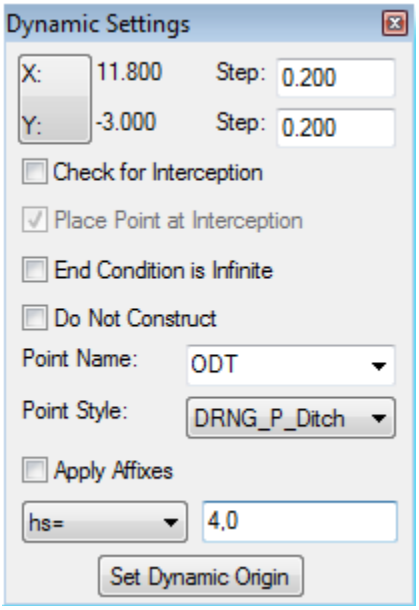
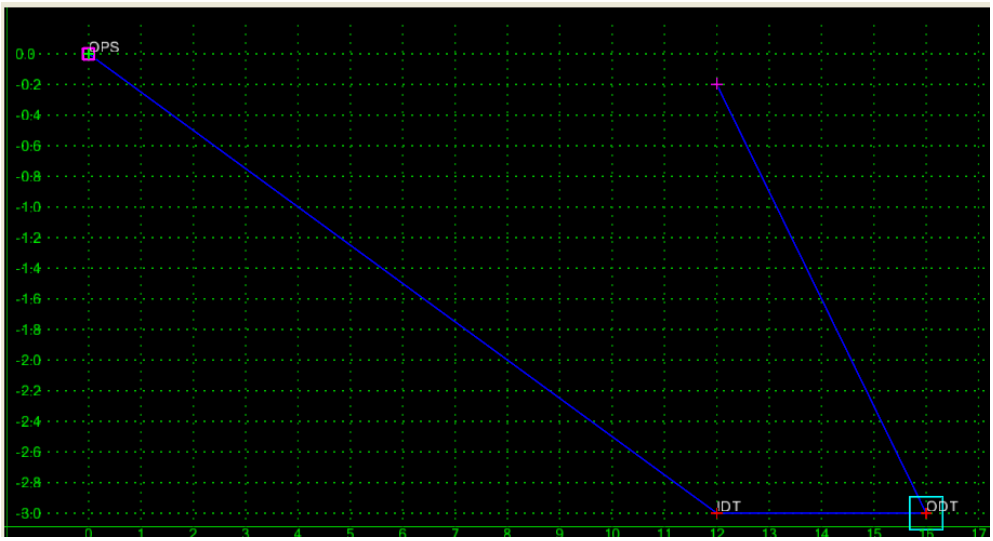
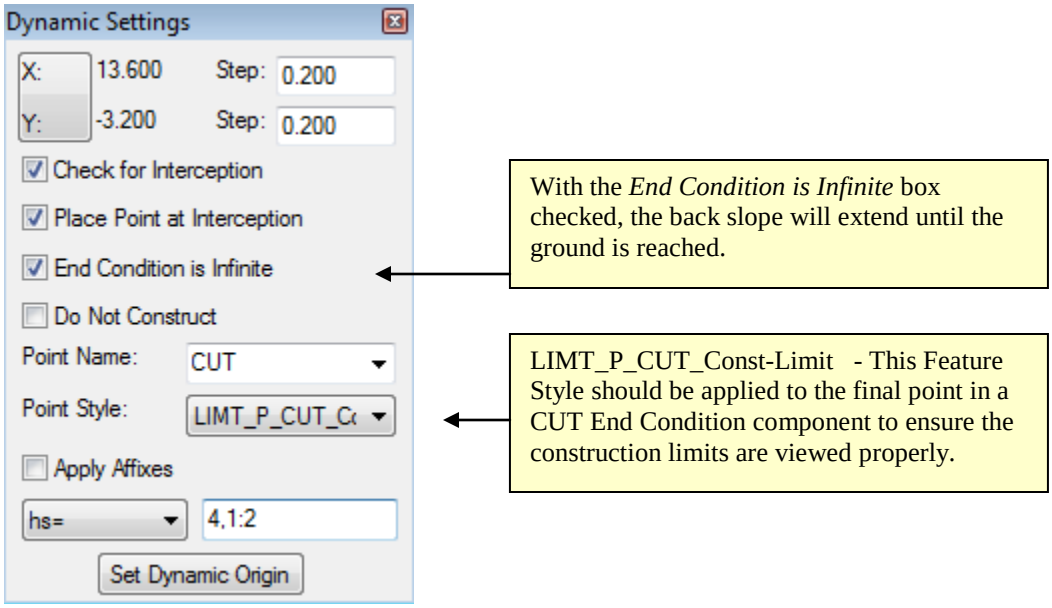

Figure L7-64 Dynamic Settings
Figure L7-65 Create Template Grid
Figure L7-66 Dynamic Settings
90.	**Create the Ditch Bottom for the 1:4 Cut Ditch Component.** • Match the entries shown in *Figure L7-64*. • With the cursor still in the Precision Input Field, press the **Enter** key on your keyboard. • **Fit** the view. • Ensure the ditch bottom and the Point **ODT** (Outside Ditch Bottom) was drawn as shown in *Figure L7-65*. A dynamic line should be extending from **ODT**.
91.	**Create the Back Slope for the 1:4 Cut Ditch Component.** • Match the entries shown in *Figure L7-66*. • With the cursor still in the Precision Input Field, press the **Enter** key on your keyboard. • **Fit** the view. • Ensure the ditch bottom and the Point **CUT** were drawn as shown in *Figure L7-65*. A dynamic line should be extending from **CUT**. • In the **Create Template** grid, Right mouse click and select ***Finish***. The dynamic line should have disappeared completing the component.
When placing End Condition components, four new check boxes appear in the **Dynamic Settings** dialog as shown in *Figure L7-66* above. Their function is described here: